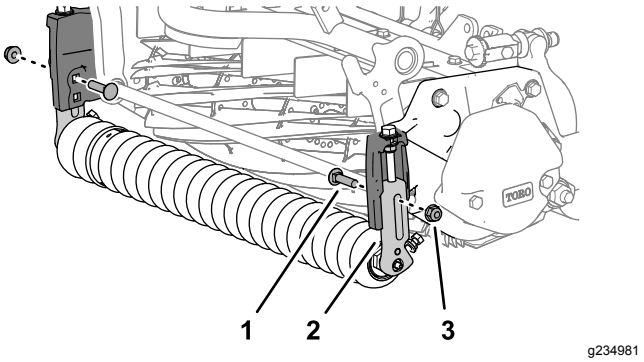

Figur 3
3. Arbeide under den ene siden av klippeenheten, og fjern låsebolten og flenslåsemutteren som fester klippehøydebraketten til sideplaten (Figur 3).
5. Gjenta trinn 3 for klippehøydebraketten på den andre siden av klippeenheten, og fjern braketten (Figur 3).